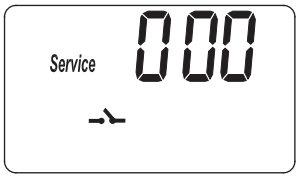
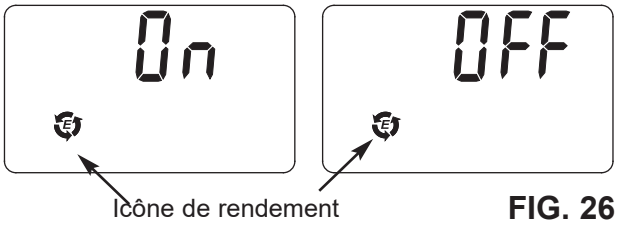
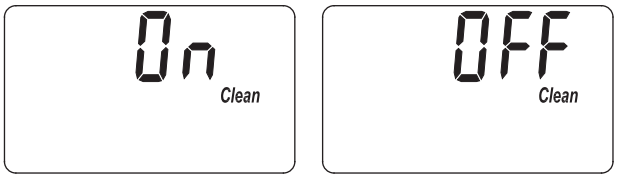

FIG. 25
FIG. 26
FIG. 28
1. Appuyez sur le bouton PROGRAM (programmer) et maintenez-le enfoncé jusqu'à ce que l'écran de la figure 25 s'affiche. Une fois l'écran affiché, appuyez une fois sur le bouton PROGRAM (programmer) et l'un des deux écrans de la figure 26 s'affichera.
1. Appuyez sur le bouton PROGRAM (programmer) et maintenez-le enfoncé jusqu'à ce que l'écran de la figure 25 s'affiche. Une fois l'écran affiché, appuyez deux fois sur le bouton PROGRAM (programmer) et l'un des deux écrans de la figure 28 s'affichera.
1. Appuyez sur le bouton PROGRAM (programmer) et maintenez-le jusqu'à ce que l'écran de la figure 25 s'affiche. Une fois l'écran affiché, appuyez trois fois sur le bouton PROGRAM (programmer) et l'écran de la figure 29 s'affichera.